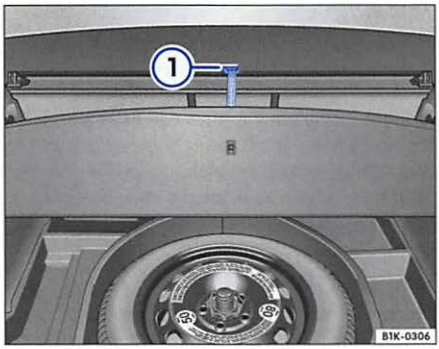

Fig. 20 Floor covering lifted up
Lift up the floor panel and attach it to the hook on the upper edge of the luggage compartment ⇒ fig. 20 ①.
– Hook the floor panel into the upper edge of the luggage compartment ⇒ page 80, fig. 20 ① so that you have both hands free when removing the spare wheel.
– Hook the floor panel into the upper edge of the luggage compartment ⇒ page 80, fig. 20 ①.